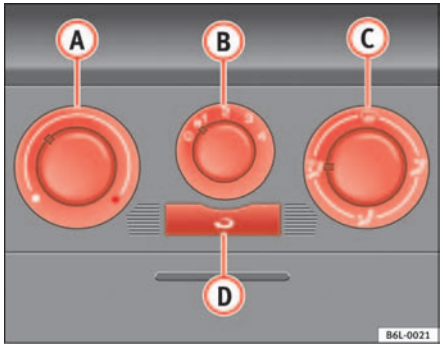

Fig. 87 On the dash panel: Heater controls
– Turn the temperature selector ⇒ fig. 87 (1) anti-clockwise.
– Turn blower switch (7) to speed settings 1-4.
– Set the airflow to the desired direction using air distribution control (C).
– Turn the temperature selector ⇒ fig. 87 (A) clockwise to select the required temperature.
– Turn the temperature selector ⇒ fig. 87 (A) clockwise to the maximum temperature.
– Turn the blower switch (B) to setting 4.
– Close outlet (3).
– Open and turn outlet (4) towards side windows.
– Turn the temperature selector ⇒ fig. 87 (A) to the heating zone.
– Turn blower switch (7) to speed settings 2-3.
– Close outlets (3).
– Open and turn outlets (4) towards side windows.